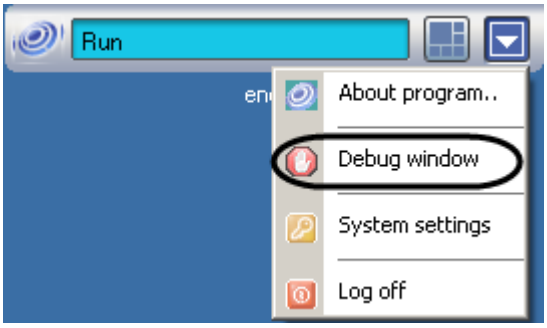
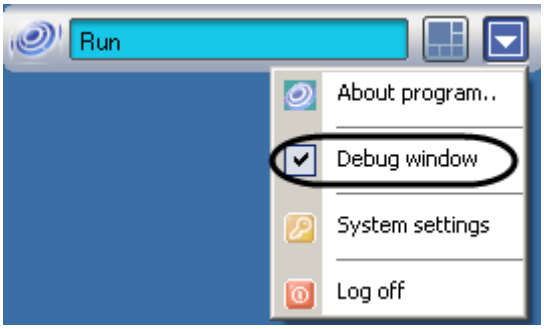

Figure 12.3-15. Debug Window item in the main control menu
Figure 12.3-16. Debug Window item is selected
The Debug Window item will appear in the Intellect main control menu (Figure 12.3-15).
7. Select Debug Window in the main control menu to open the Debug window (Figure 12.3-15). The selected item will be marked with a tick (Figure 12.3-16).